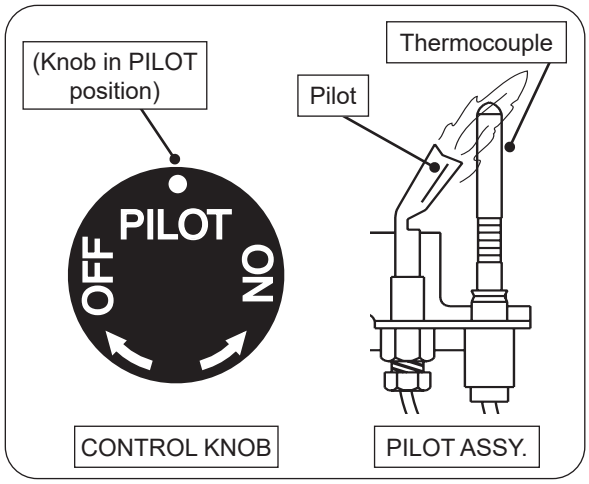

Fig. 33-1 Pilot lighting
3. Locate the pilot assembly on the side or rear of the burner pan (see Fig. 33-1).
4. Turn the control knob counterclockwise ↶ to **PILOT**. Push the knob **firmly and fully** in and hold. Hold a lighted long-stem match/ long-necked butane lighter near the thermocouple to light the pilot.Continue to hold the knob in for about one (1) minute after the pilot is lit. Release the knob and it will pop back out. The pilot will remain lit. See Fig. 33-1. If it goes out, repeat steps 2-4.